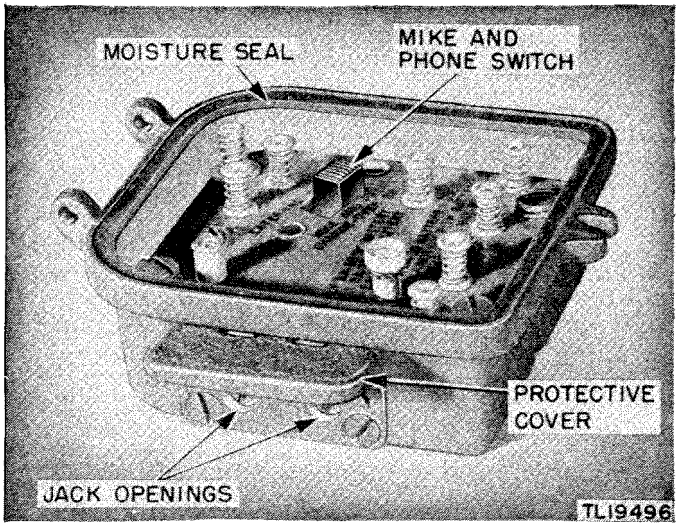
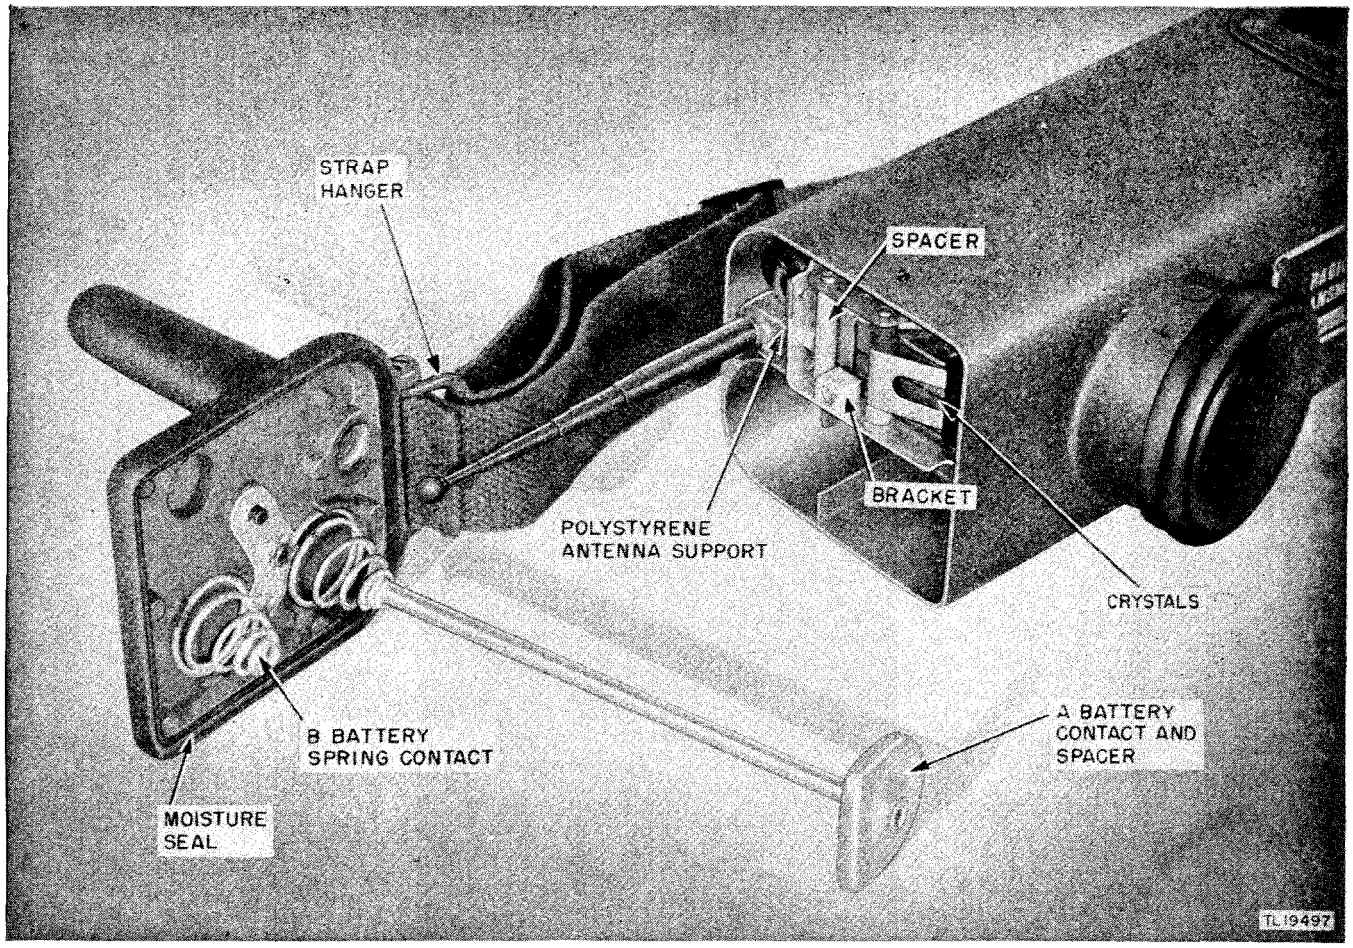

Figure 8. Radio Set SCR-536-F, new type bottom cover.
Figure 10. Radio Set SCR-536-(*), top cover open.
e. Later models of Radio Set SCR–536–F have a new type bottom cover equipped with projecting jacks (fig. 8) so that an external microphone and headset may be used. This permits operation of the radio set without having to support it near the mouth and ear. In this position the set is easily concealed
f. The top cover of the housing contains an opening for the antenna rod. On some models a polystyrene antenna support has been incorporated at the antenna end of the chassis to act as a support for the antenna rod and to prevent breakage of the antenna guide during servicing or in case of rough handling. (See fig. 10.) A mounting screw holds the chassis and top cover securely in place. Spring battery contacts are fastened to the top cover to make connection to the ends of the two batteries. An antenna cap, attached to the outside of the cover by a chain, protects the antenna insulator and collapsed antenna when the radio set is not in use. A mounting stud holds the protective cap firmly in place when the antenna is extended, preventing loss and the possibility of fouling around the antenna base and short-circuiting antenna current to the case. (See fig. 11.)
SCR–536–F are encased in a fungicide wax and molded-bakelite housing which is moisturesealed by a rubber gasket. The jack openings are covered by a hinged cover that provides dust and mud protection. (See fig. 8.) The flexible covering of the press-to-talk switch is cemented and held by a ribbed steel escutcheon plate clamped in place by six machine screws.
b. Later models of Radio Set SCR–536–F are equipped with a new type bottom cover which provides jacks for use of an external headset and microphone when desirable. The contact terminals on the new type bottom cover are also of a different design. (See fig. 8.) The MIKE and PHONE CHANGE-OVER SWITCH located inside the bottom cover and marked EXTERNAL-INTERNAL cuts the jacks in or out of the circuit. When the switch is in the EXTERNAL position, the microphone and earphone units mounted on the side of the set are cut out, permitting the use of the external units. Early models of Radio Set SCR–536–F do not have the new bottom cover, but are made so that the new cover may be fitted when available.
(1) MWO SIG 11–235–1, 8 August 1944, authorizes the replacement of die-cast press-to-talk switch parts with steel-stamped parts to minimize breakage in service.
(2) MWO SIG 11–235–2, 25 August 1944, authorizes the addition of a polystyrene antenna support insulator at the top of the chassis (fig. 10) to provide firmer support for the telescopic rod antenna.
(3) MWO SIG 11–235–3, 18 October 1944, authorizes the replacement of molded bakelite microphone and earphone caps (not illustrated) by aluminum caps.
(4) MWO SIG 11–235–4, January 1945, authorizes the replacement of the top chassis mounting bracket (fig. 10) with a stronger bracket held in place by two machine screws.